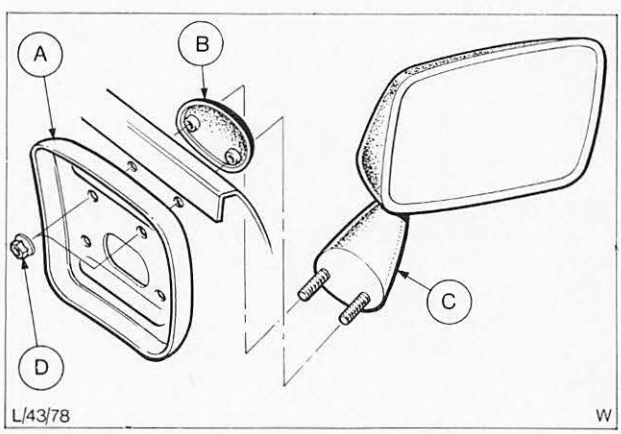

Abb. 22 Fester Türspiegel komplett
3. Muttern entfernen und Spiegel abbauen. Abb. 22.